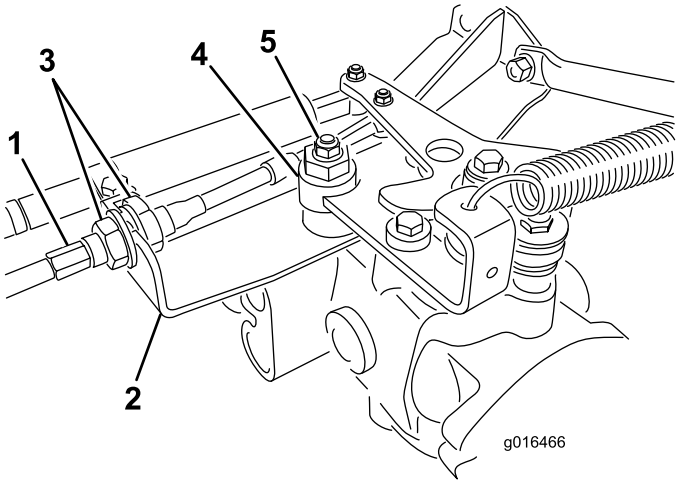

Figur 42
A. Løsn begge kontramøtrikkerne, der fastgør traktionskontrolkablet til kantpladen på hydrostaten (Figur 42). Sørg for, at kontramøtrikkerne er løsnet lige meget og kan justeres tilstrækkeligt.
B. Løsn den bolt, der fastgør den excentriske bolt til den øverste del af hydrostaten (Figur 42).
D. Drej den excentriske bolt, indtil der ikke forekommer krybning i nogen retning. Når hjulet holder op med at dreje, skal den møtrik, der låser den excentriske bolt og justeringen, tilspændes (Figur 42). Kontroller indstillingen med gashåndtaget i positionerne langsom og hurtig.
E. Låsemøtrikkerne skal tilspændes **lige meget** fra hver side af kantpladen for at fastgøre traktionskablet til kantpladen (Figur 42). Vrid ikke kablet.